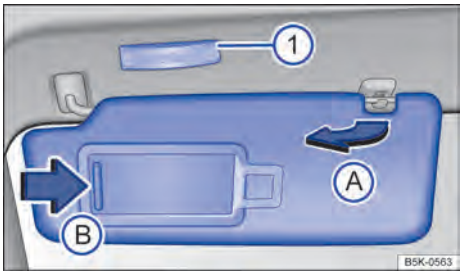

Fig. 81 Para-sol.
– Retirar o para-sol cuidadosamente do suporte segurando a base de fixação e virar na direção das portas → Fig. 81 Ⓐ.
No para-sol rebatido para baixo encontra-se um espelho de cortesia atrás de uma cobertura. Ao abrir a cobertura → Fig. 81 Ⓑ uma lanterna se acende ①.